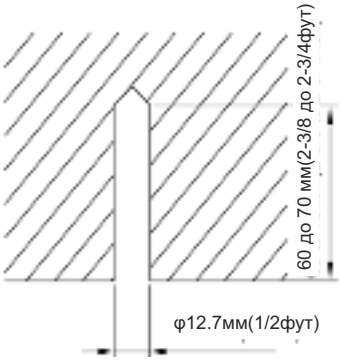

Рис. 4.2
(1). Установите шпильки на потолке в месте, достаточно прочном для подвески блока. Отметьте расположение шпилек, ориентируясь на монтажный шаблон. С помощью дрели для бетонных конструкций просверлите отверстия диаметром 12,7 мм (1/2 дюймов). (См. Рис. 4.2).